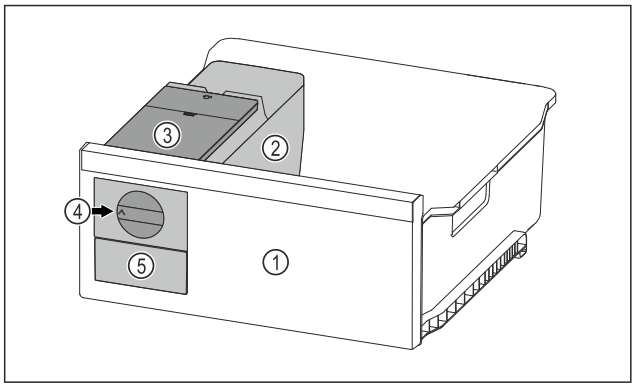

Fig. 124 Exempel
- ▶ Vrid reglaget *Fig. 124 (4)* medurs fram till anslaget.
- ▷ Isbitar faller från isbitsbrickan in i isbitslådan *Fig. 124 (5)*.